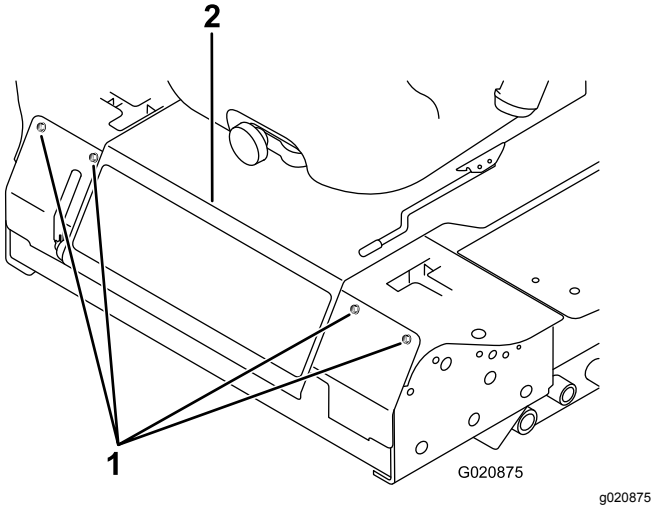

**Bild 47**
2. Nehmen Sie die Schrauben ab, mit denen die Frontplatte befestigt ist, und nehmen Sie sie ab (Bild 47).